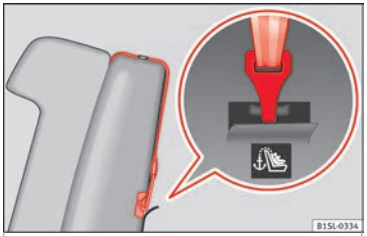

Fig. 27 Example of an upper retaining strap connected.
- Hook the upper retaining strap in the luggage compartment, to the corresponding retaining ring ››› Fig. 27.